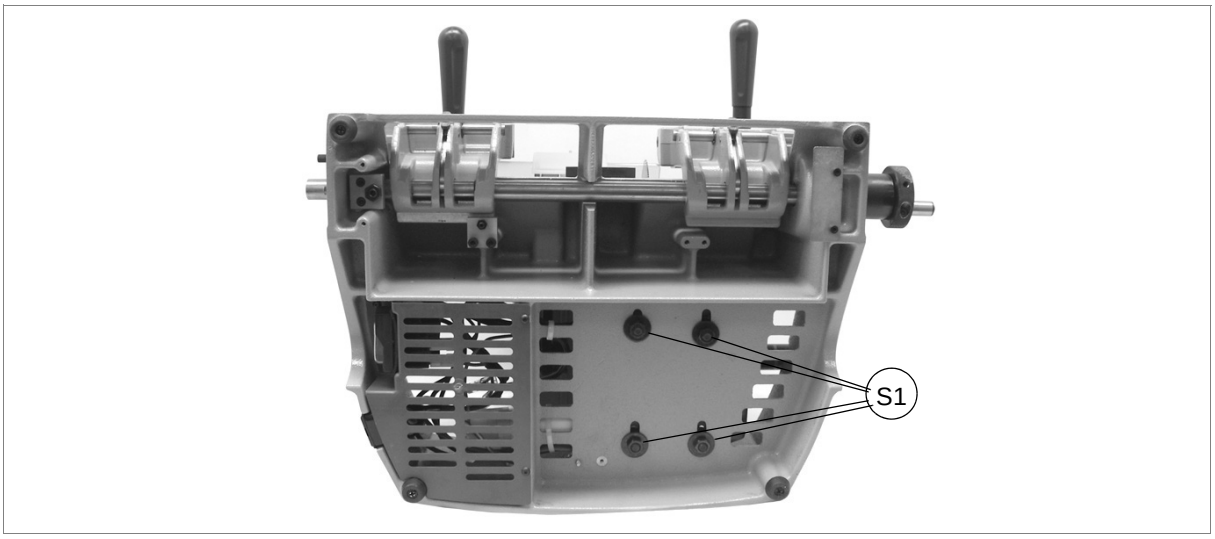

Рис. 69
5) Ослабьте 4 винта (S1) (рис. 69) на плите крепления электродвигателя и снимите приводной ремень (глава 8.4, стр. 37).
9) Установите приводной ремень и натяните его, затем затяните 4 винта (S1) (рис. 69) на плите крепления электродвигателя.